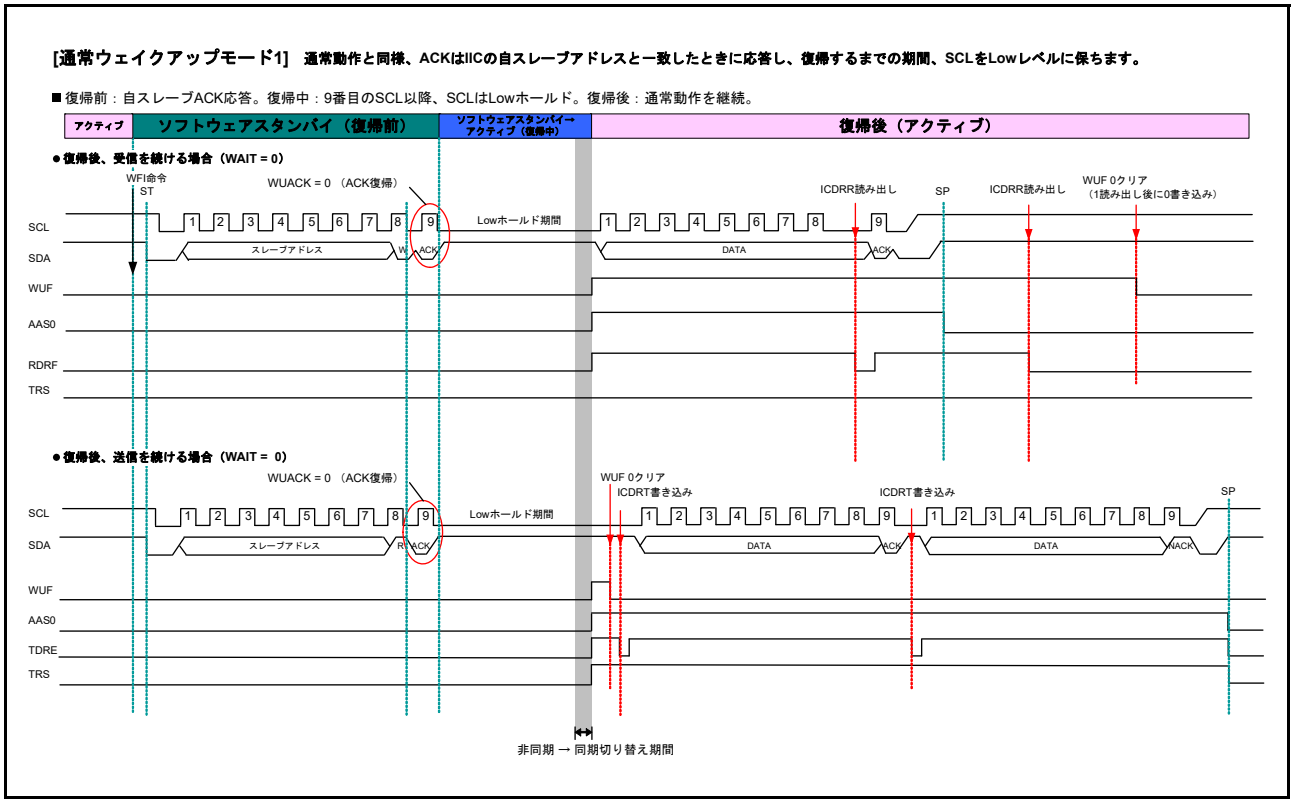

図 36.32　　ノーマルウェイクアップモード 1 のタイミング
1. スレーブアドレスの一致によってトリガされたウェイクアップ割り込みにより、以下のように通常動作への遷移が行われます。図 36.32 に詳細なタイミングを、図 36.30 に動作例を示します。